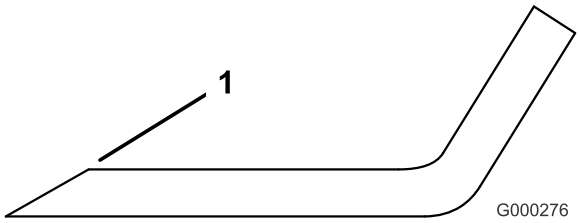

**Figuur 81**
1. Gebruik een vijl om de snijranden aan beide uiteinden van het mes te slijpen (Figuur 81). Houd